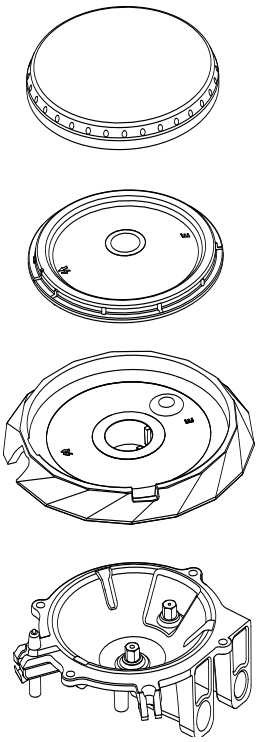

Figura 5
a. Retire las rejillas del quemador y levántelo. (consulte la Figura 5)